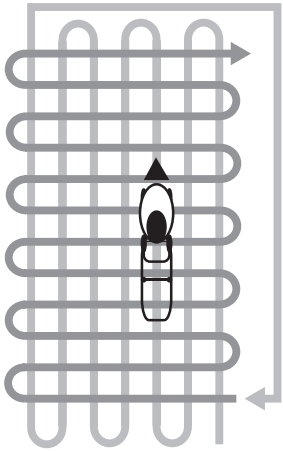

Рис. 17 Схема скашивания высокой и/или загущенной травы
6. При кошении в тяжелых условиях (п. 3,4) рекомендуется двигаться медленнее или проводить повторный покос с меньшей высотой скашивания. На Рис. 17 представлена схема движения газонокосилки при кошении высокой и/или загущенной травы.